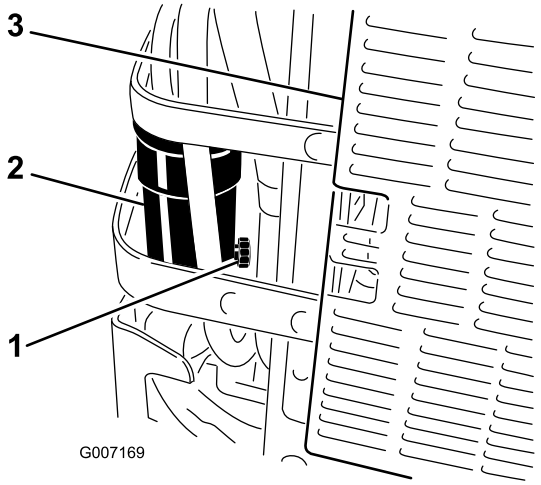

**Figuur 51**
6. Open de aftapklep op de waterafscheider ongeveer één slag om water en andere verontreinigingen weg te laten lopen (Figuur 51).
7. Sluit de aftapklep als er dieselbrandstof naar buiten komt (Figuur 51).